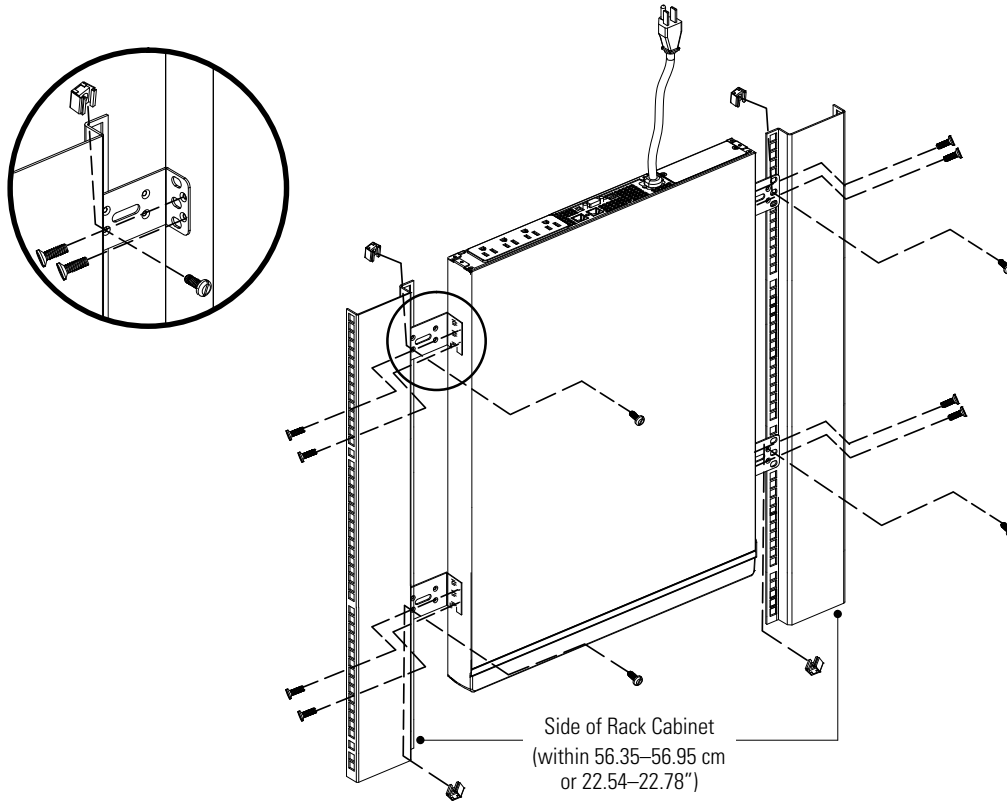

**Figure 13. Zero-U Mounting**
2. Attach four mounting brackets to the UPS as shown in Figure 13.